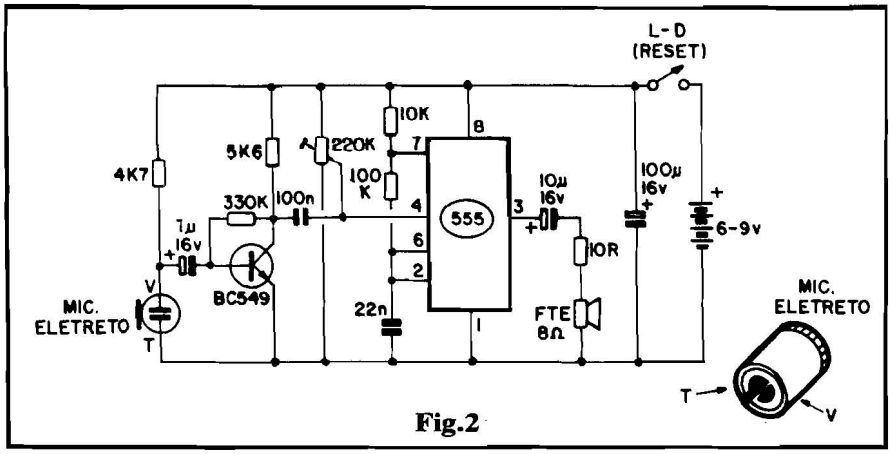

Fig.2
O ALVO (esquema na fig. 2) mostra um circuito um pouquinho mais elaborado, mas ainda assim simples: o núcleo da "coisa" é uma ASTÁVEL com Integrado ("manjadíssimo") 555, cuja frequência (baixa, na faixa de áudio...) é determinada pelo capacitor de 22n, resistor de 100K e resistor de 10K (ligados aos pinos 2-6-7 do dito Integrado...). A saída do oscilador (pino 3 do 555) é aplicada a um pequeno alto-falante de 8 ohms, via resistor limitador de 10R (que "aumenta" a impedância da carga, de modo a não sobrecarregar o 555) e capacitor isolador de CC (10u) que também contribui para reter a dissipação final de Potência em níveis perfeitamente aceitáveis pelo Integrado 555...
Usamos, no módulo ALVO, um microfone de eletreto de dois terminais, cujos contatos estão devidamente codificados na mesma fig. 2, devendo o Leitor/Hobbysta notar a posição do "vivo" (V) e do "terra" (T), evitando inversões no momento da ligação, caso em que o microfone não funcionará...